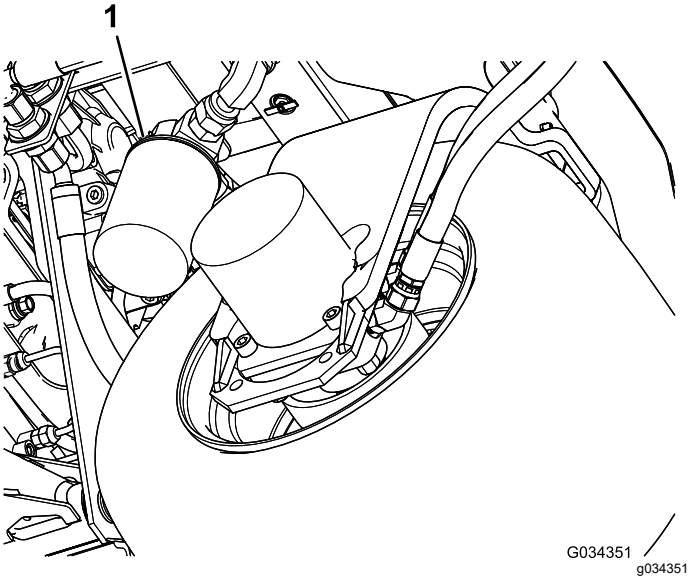

**Figur 96**
2. Rengör runt området där filtret ska monteras. Placera ett avtappningskärl under filtret (Figur 96) och avlägsna filtret.